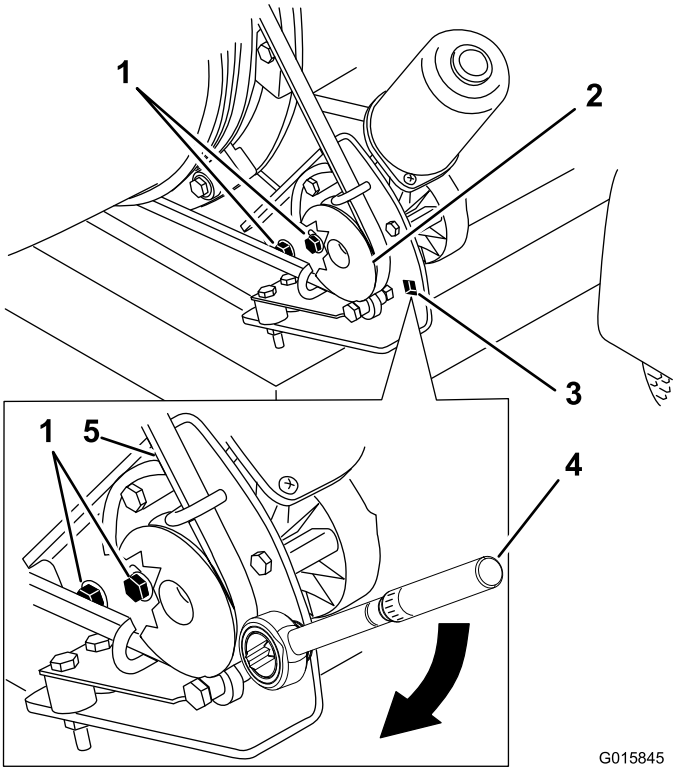

**Figur 31**
1. Løsn de bolte, der fastgør remskivens monteringsbeslag til blæsemaskinens stel (Figur 31).
2. Placer en momentnøgle i remskivens monteringsbeslag (Figur 31).
3. Drej remskivens monteringsbeslag væk fra dysen, indtil momentnøglen viser 22,6 til 26,0 Nm (Figur 31).